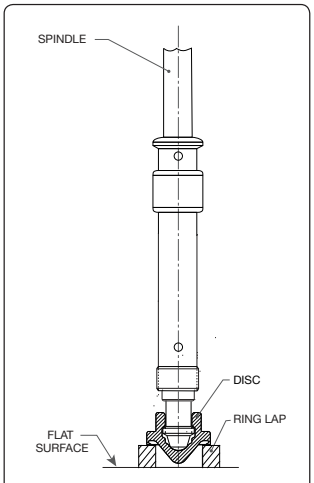

Figure 11
d. Apply a small amount of lapping compound (1A) on the tip of the spindle. Install the disc - without the disc holder - onto the spindle tip, turning it clockwise until the disc threads drop out. Place a ring lap on a table, or similar flat surface, and wipe the exposed surface of the lap clean. Insert the disc nose into a ring lap, so that the seat contacts the lap surface. Oscillate the spindle using 360 degree oscillations for approximately 15 seconds, then check the spindle tip and disc "pocket" to determine progress. (See Figure 11).